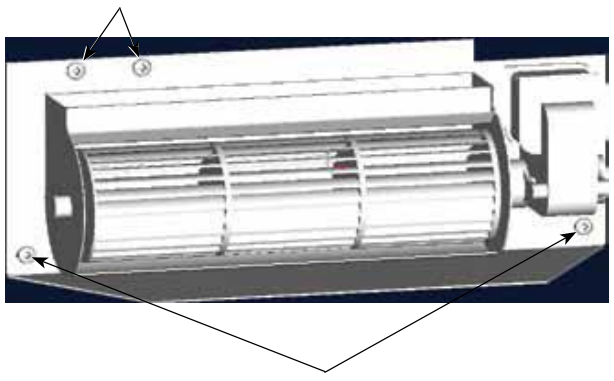

Figure 1
Step 4. Unscrew the blower using a Robertson (square) or Phillips (star) screwdriver. The location of the (2) screws depends on the version of the blower installed *(see **Figure 1**)*. They can be at each end of the support bracket close to the floor (Version B) or on top of the support bracket near the left side (Version A). See ***Figure 1***. Newer versions are held in place with magnets, no removal of screws is required.